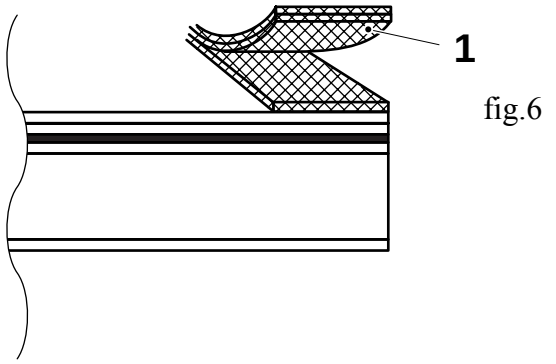

fig.6
- la tira se separa al tirar de ella (fig. 6).